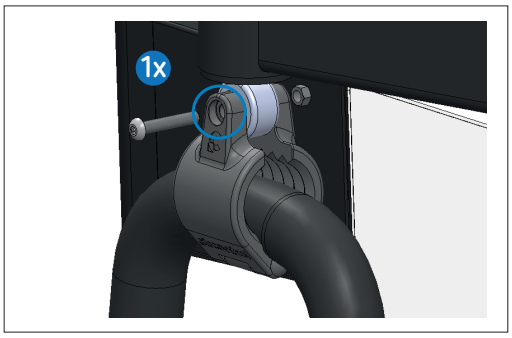

Figure 47: Step 7.
7.- Fit the cable support housing using a Torx screw **T25 INV** with a tightening torque of **7 Nm, Figure 47**.